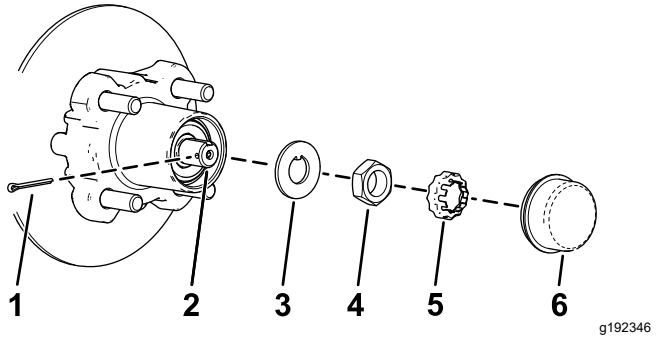
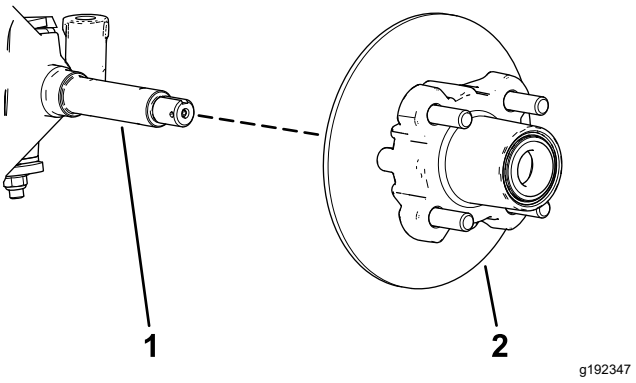

Figur 33
Figur 34
4. Fjern støvhetten fra navet (Figur 33).
5. Fjern hårnålsspliten og holdermutteren fra spindelen og spindelmutteren (Figur 33).
6. Fjern spindelmutteren fra spindelen, og skill navet og rotorenheten fra spindelen (Figur 33 og Figur 34).